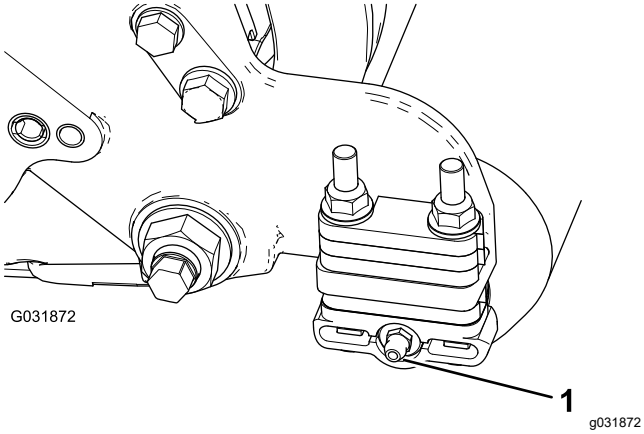

Figuur 8
2. Monteer de 90°-smeernippel zodanig dat deze naar achteren wijst (Figuur 8).